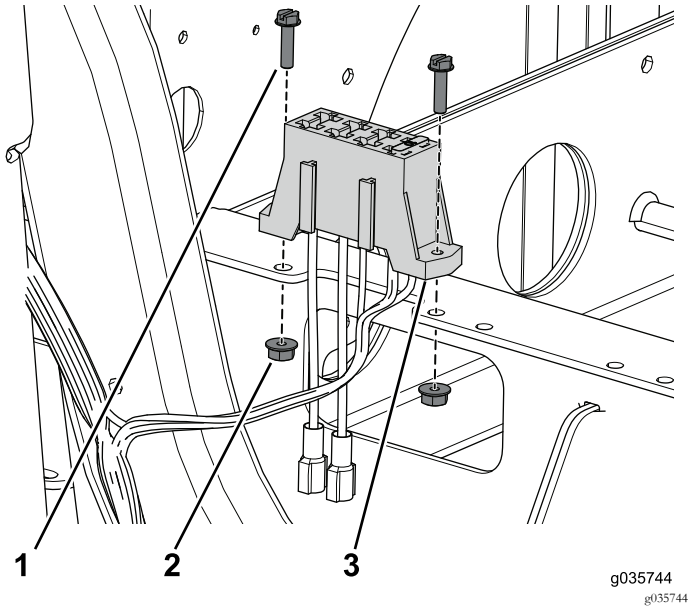

Figur 83
3. Använd de två skruvarna och muttrarna som håller fast säkringsblocket på den främre batteribrickan (Figur 83).